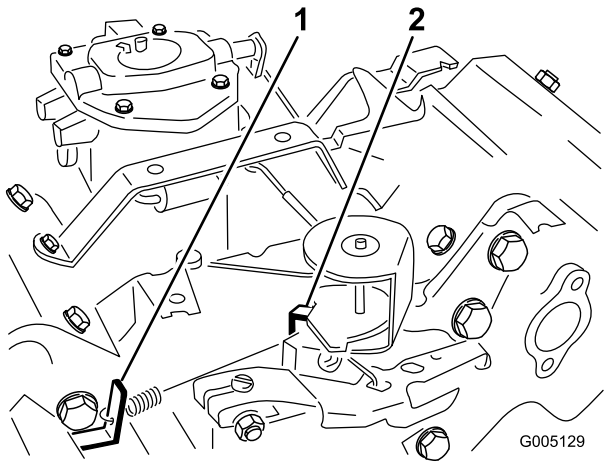

Figur 36
3. Bøj den regulerede styrefjeders ankertap (Figur 36) for at opnå en tomgang på 1650 ± 100 o/min. Kontroller farten med en omdrejningstæller.
5. Flyt gashåndtaget til positionen hurtig (Fast). Bøj høj hastighedsfjederens ankertap (Figur 36) for at opnå en høj hastighed på 2850±50 o/min.